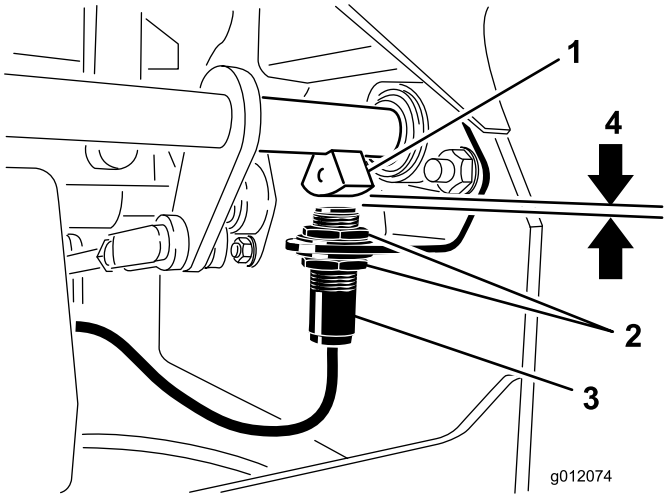

Figur 51
4. Flytt bryteren opp eller ned på braketten til avstanden mellom bremseakselsensoren og brytertappen er 3,9 mm (Figur 51).